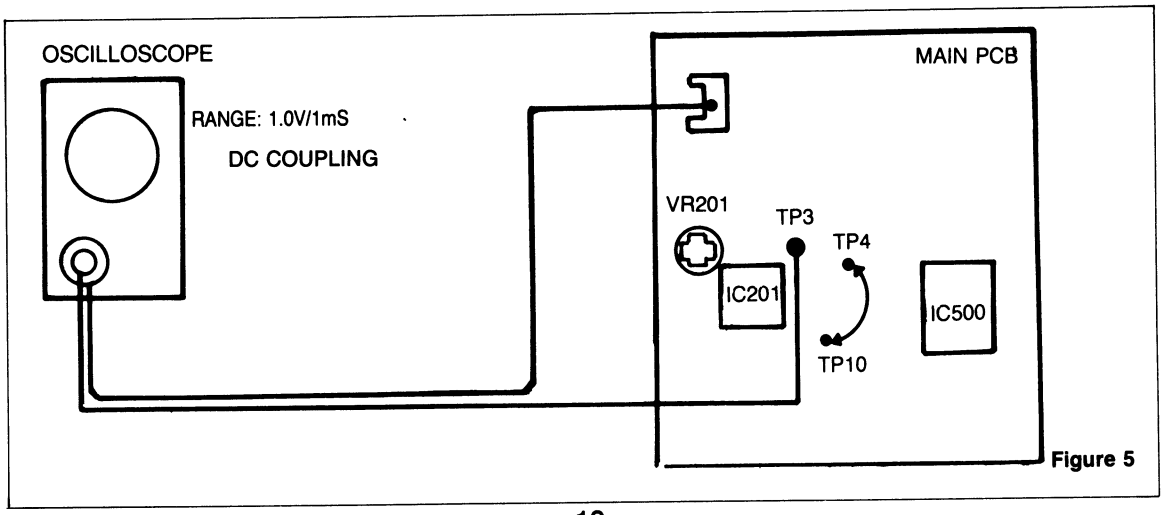

Figure 5
2) Adjusting procedure (Figure 5)